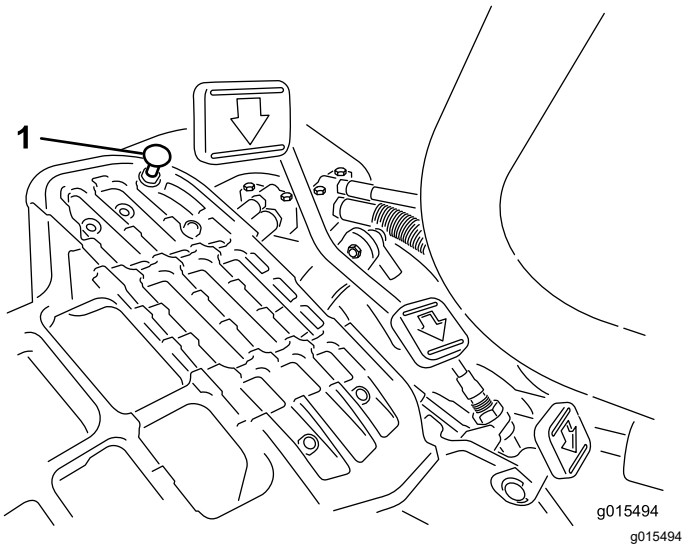

Figur 43
1. Sæt funktionsbevægelseshåndtaget i TRANSPORT-positionen, og løsn den låsemøtrik, der holder pedalstoppet på gulvpladen (Figur 43).